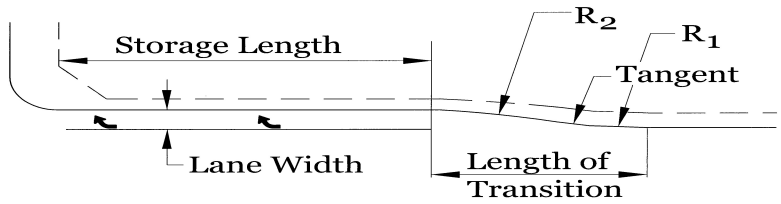

FIGURE 11.10: Typical Right-Turn Lane Dimensions
i. The transition specifications for right-turn lane entrance areas are specified in Table 11.6. The variables used for the specification are shown in Figure 11.10.